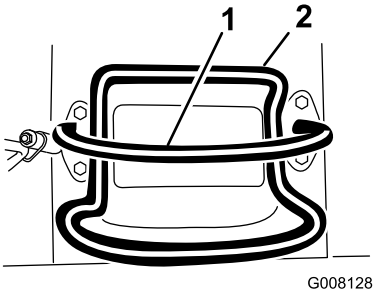
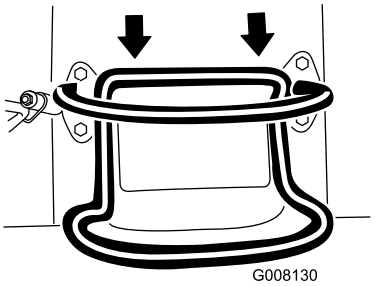

**Figur 8**
**Figur 10**
- För drivreglaget bakåt för att köra bakåt (Figur 10). **Titta bakåt när du backar för att upptäcka eventuella hinder och håll händerna på referensstaven (Figur 8).**
- Släpp drivreglaget för att stoppa drivningen (Figur 8).